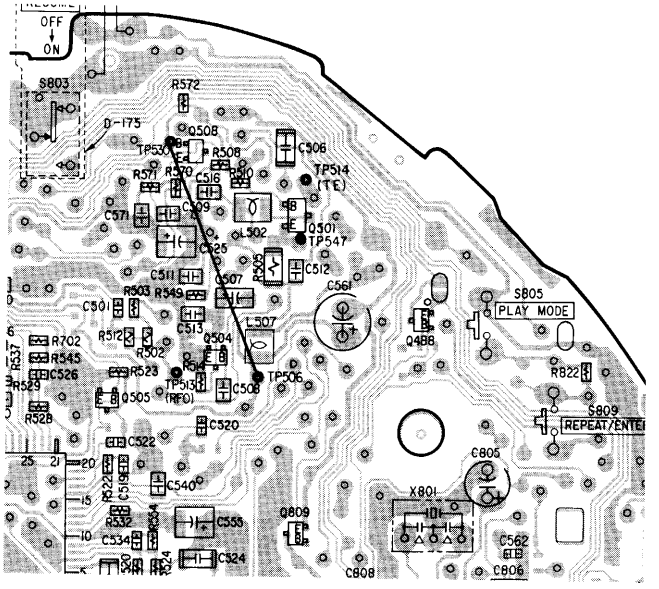

Fig. 6
2. Connect the lead wire between TP530 (Q508, Base) and TP506 (Vcc : IC501 ㉑ pin) as shown in Fig. 6.